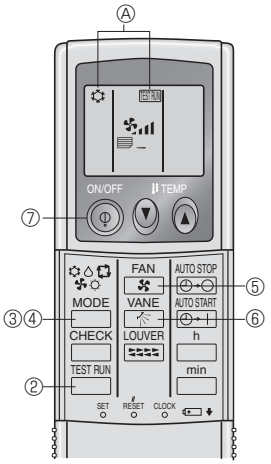

Fig. 7-5
7.2.2. Использование беспроводного пульта дистанционного управления (Fig. 7-5)
① Включите питание блока по крайней мере за 12 часов до начала испытаний.
② Дважды нажмите кнопку TEST RUN.